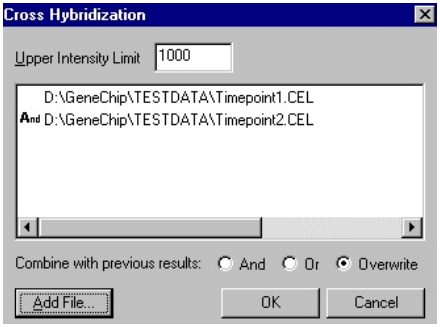

Figure G.19
⇒ The Cross Hybridization dialog box displays the selected .cel file **(Figure G.19)**.
8. Double-click the second (and any subsequent) .cel file name to toggle between *And* and *Or* **(Figure G.19)**.